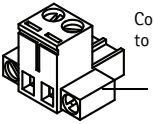

Figura 3
3. Dopo aver collegato i cavi al connettore del terminale, serrare saldamente tutte le 4 viti del connettore. Vedere figura 3.